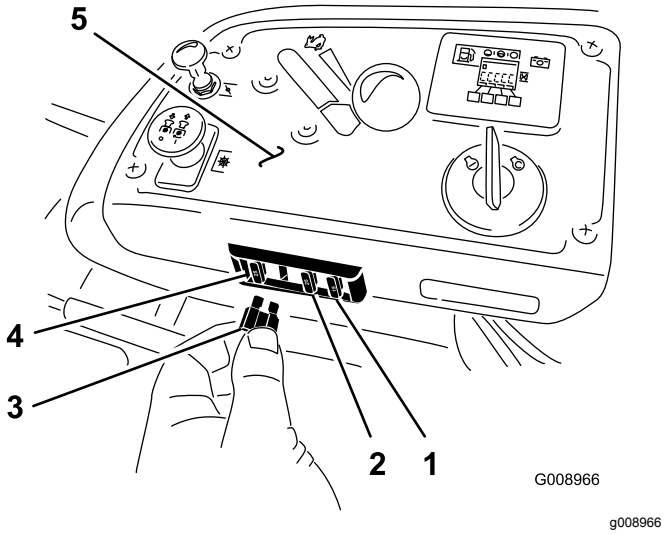

Figur 66
1. Sikringene er plassert på konsollen til høyre for setet (Figur 66).
3. Sett inn en ny sikring (Figur 66).